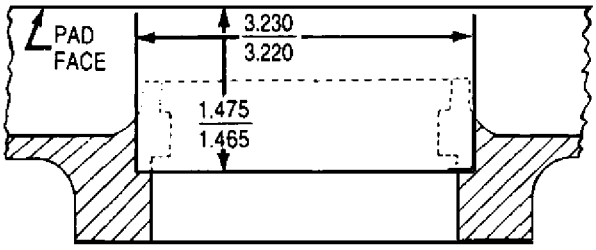

Figure 10. Alternator Seal Bore Machining Dimensions
a. Machine pad ID to dimension shown in figure 10 or 11. Pad ID shall provide a 0.0015 − 0.0020 in. tight fit with service repair ring.